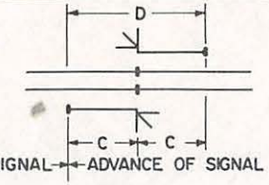

FIG. 2
6.- Where foreign current is present joints shall be placed opposite as illustrated in Figs. 2, 4 and 7. Where joints are required to be opposite, stagger shall not exceed 1 inch.